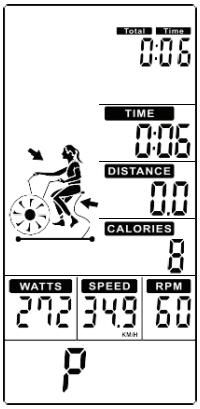
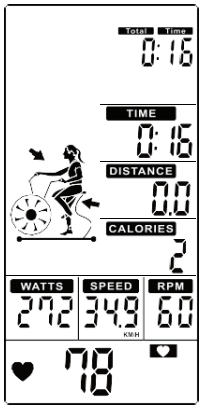

Figure 17
Figure 18
1. In Standby mode, press ST ART to start workout quickly, the buzzer sound 1 second. TOTAL TIME/ TIME/DISTANCE/CALORIES/ WATTS/ SPEED/ RPM start to count up (Figure 17).
2. Whenever there is Pulse signal input, ♥ will light up and ♥ symbol will flash and display pulsevalue (Figure 18). Without pulse input, it will display "P" (Figure 17).